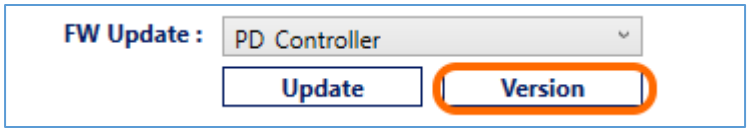

Figure 26. Check Firmware Version of PD Controller
7. Once connection has been established with the GRL-V-UP tester hardware, select the ports from the “Port Selection” field and check the current version of the USB Power Delivery controller firmware by clicking on the **Version** button, as shown in Figure 26 below.